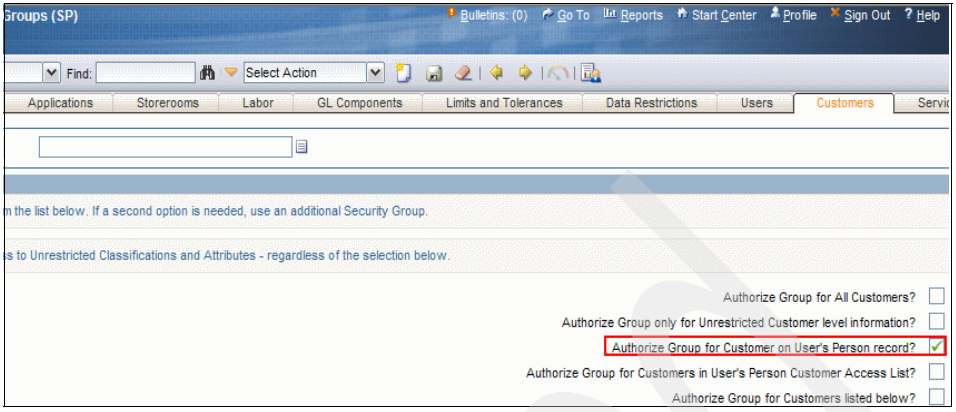

Figure 13-8 Authorize Group for customers on User's Person record
3. Move to the **Customer** tab and enable the flag **Authorize Group for Customers on User's Person Record**, as shown in Figure 13-8 on page 241.